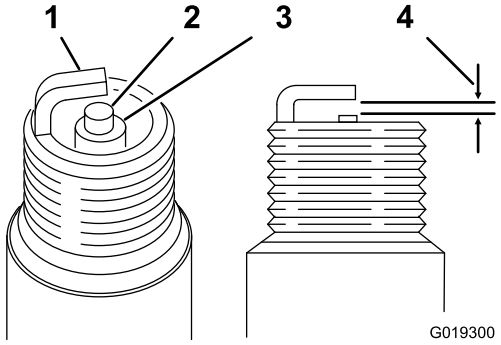

Rysunek 27
3. Upewnij się, że szczelina powietrza jest prawidłowa (Rysunek 27).